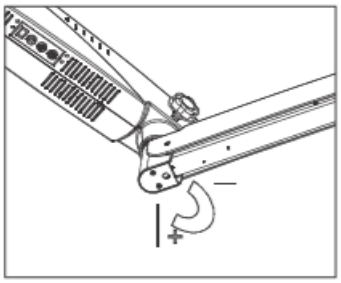

Fig. 51
2. **Loosen two allen bolts by using allen wrench of 4 mm as shown in fig.51.**